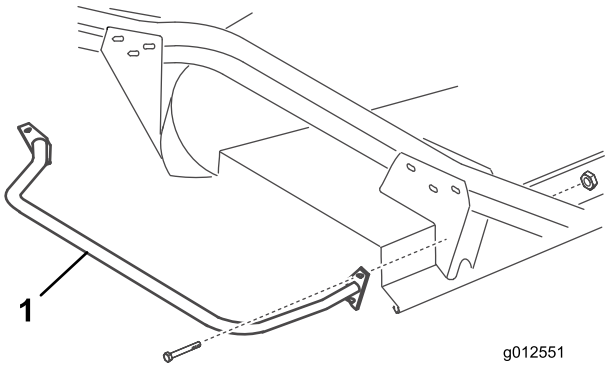

**Figur 23**
2. Fastgør det øverste monteringshul i den forreste monteringsplade på kofangeren til styrehjulsarmens beslag med en bolt (5/16-18 x 3 tommer) og låsemøtrik (Figur 23).